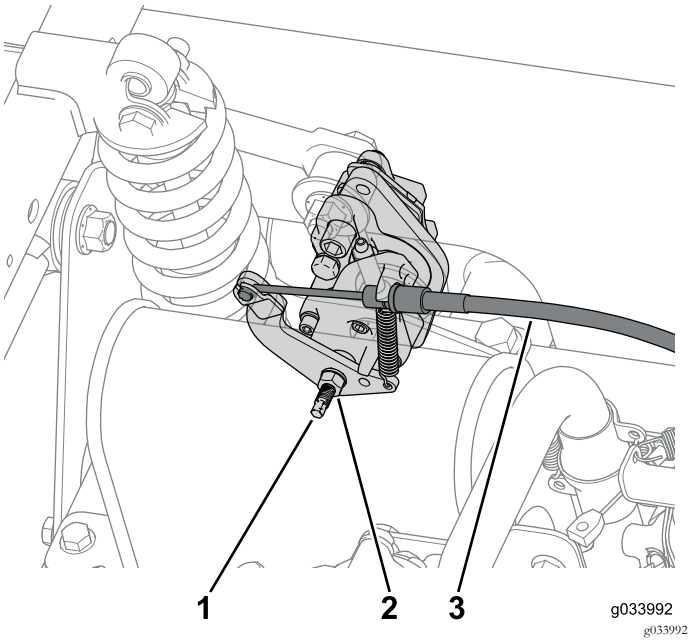

Figura 8
1. Allentate il controdado e ruotate la vite di regolazione di 2 giri in senso antiorario su entrambe le pinze dei freni posteriori (Figura 8).
2. Scollegate il cavo del freno di stazionamento da entrambe le pinze dei freni posteriori (Figura 8).